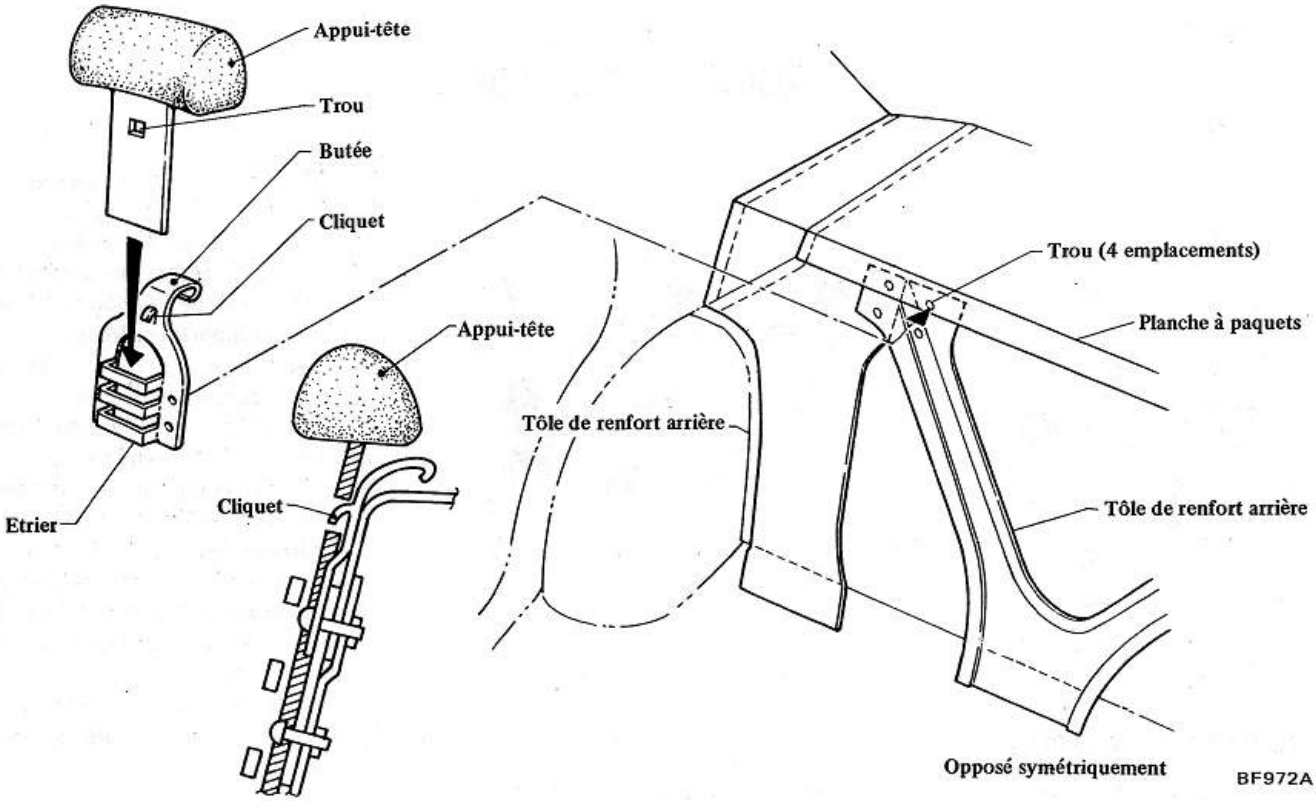

Fig. BF-67 Pose d'un appui-tête
1. Fixer l'ensemble étrier-butée à la caisse au moyen des vis. Voir Fig. BF-67.